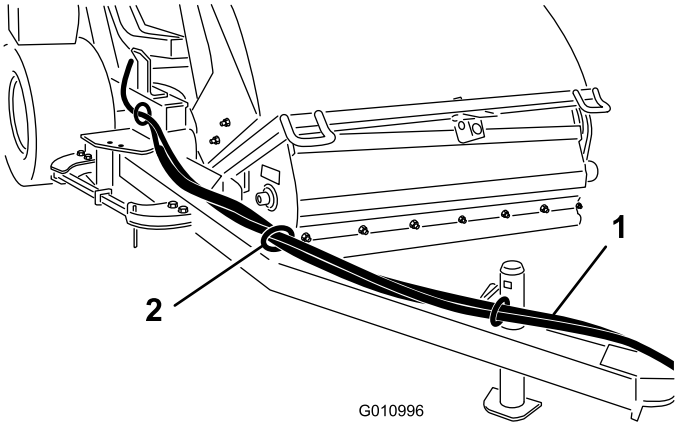

Figur 10
1. Før de hydrauliske slangene og ledningsfastspenneren gjennom slangeførerne til fronten på koblingsarmen (Figur 10).